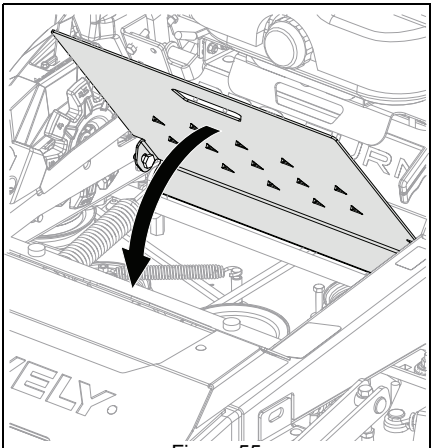

Figure 55
6. Lift access panel to close panel. See Figure 55.